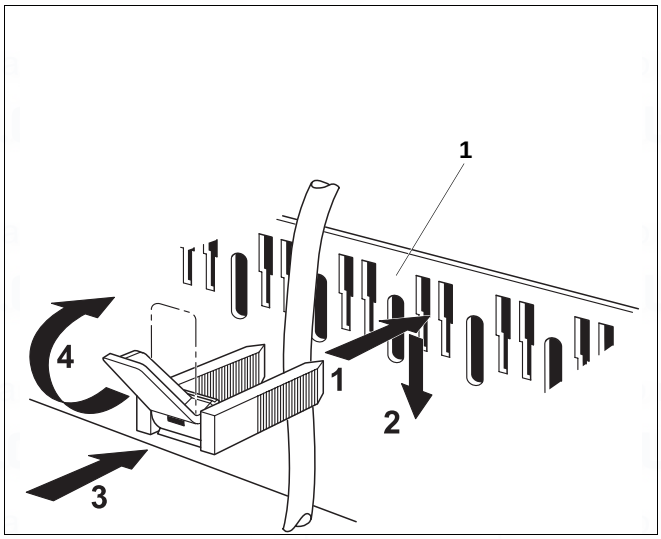

Fig. 16 Secure the cable with a cable clips
– Insert the cable clip with inserted cable from above into the clip frame slots (Fig. 16, **item 1**); the lever must point upwards (Fig. 16, step **1**).
– Push the cable clip down (Fig. 16, step **2**).
– Push against the clip (Fig. 16, step **3**).
– Toggle the lever up (Fig. 16, step **4**).